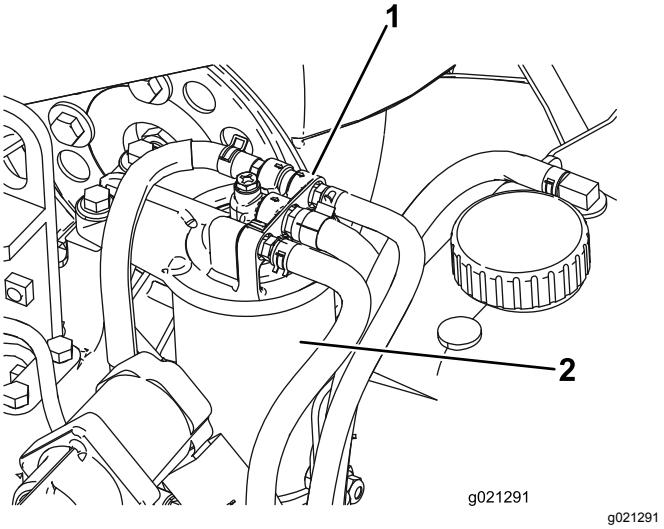

Figuur 80
1. Reinig de omgeving van de plaats waar het filter wordt gemonteerd (Figuur 80).
2. Verwijder het filter en reinig het filterkopplaatsingsoppervlak (Figuur 80).